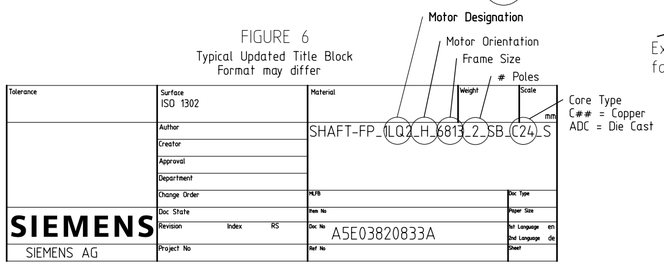
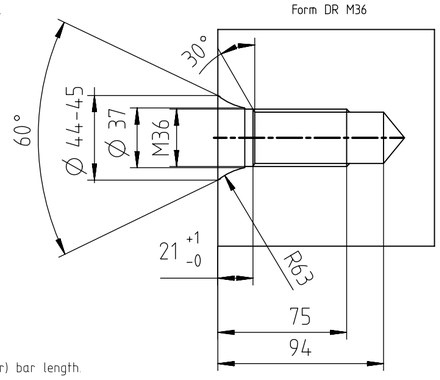

FIGURE 5
FIGURE 1
a. Horizontal motor with sleeve bearings: (see Figure 1)
Typical title block is shown. Exact format/information may differ. (see Figures 5 & 6)
b. Shafts with vibration probe fits (see Fig. 1 notes)
d. All 708, 788, 880 frame size shafts (see Fig. 5) and SH400, SH450, SH500, SH560 frame size shafts (see Fig. 6).
f. All aluminum die cast shafts to have grind stock. Identified by ADC, D/C, or Die Cast in Figures 5 or 6 or lack of core stop in Figures 1 and 2 as well as Note 12.